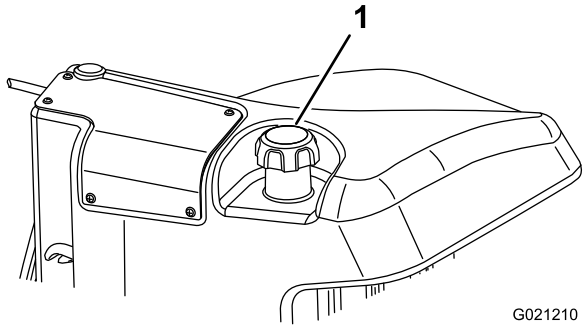

Figur 31
3. Ta lokket av drivstofftanken (Figur 31).